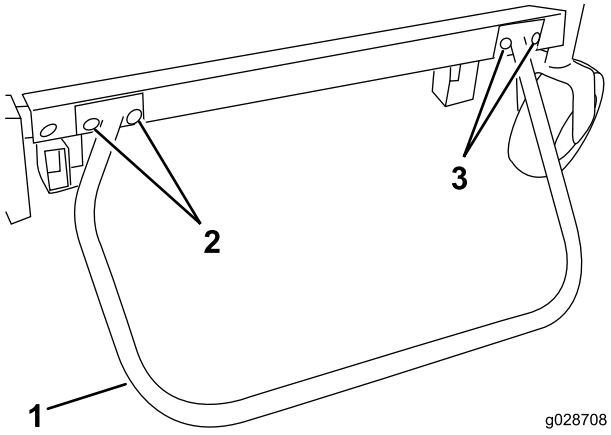

Figur 17
2. På højre side af bærerammen skal du afmontere de to maskinskruer forrest (1/2–13 x 1-1/2 tomme), der fastgør bærerammen til løftearmen (Figur 17).
4. Monter kofangeren, og fastgør den med to maskinskruer (1/2–13 x 1–1/2 tomme) ved løftearmens/bærerammens forbindelse og to maskinskruer (3/8–16 x 1 tomme) og to flangelåsemøtrikker (3/8 tomme – 16) ved placeringen på det forreste beslag. Tilspænd maskinskruerne (1/2–13 x 1-1/2 tomme) til et moment på 95-108 Nm (Figur 17).